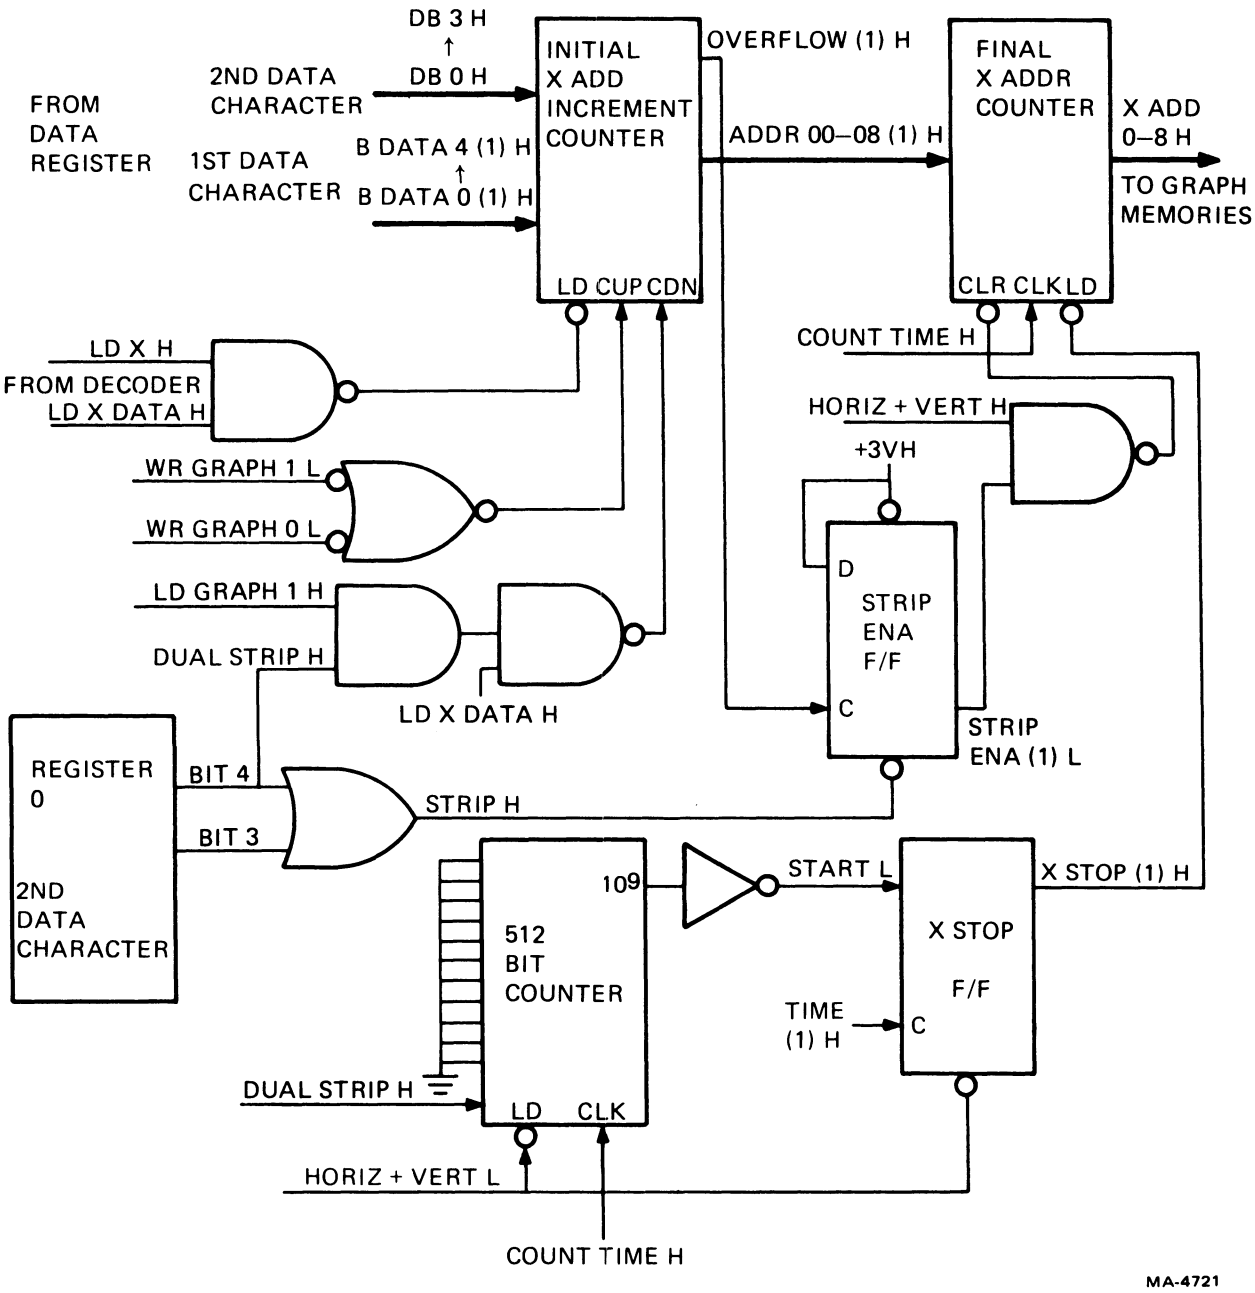

Figure 6-29 Generating Strip Charts
6.4.1.15 Generating Strip Charts – Strip charts are enabled by the second data character following a load enable register 0 instruction, as shown in Figure 6-29. Data bit 3 (DB 3 H) of this register enables the single strip chart feature; either Graph 0 or Graph 1 can be incremented from right to left across the screen.